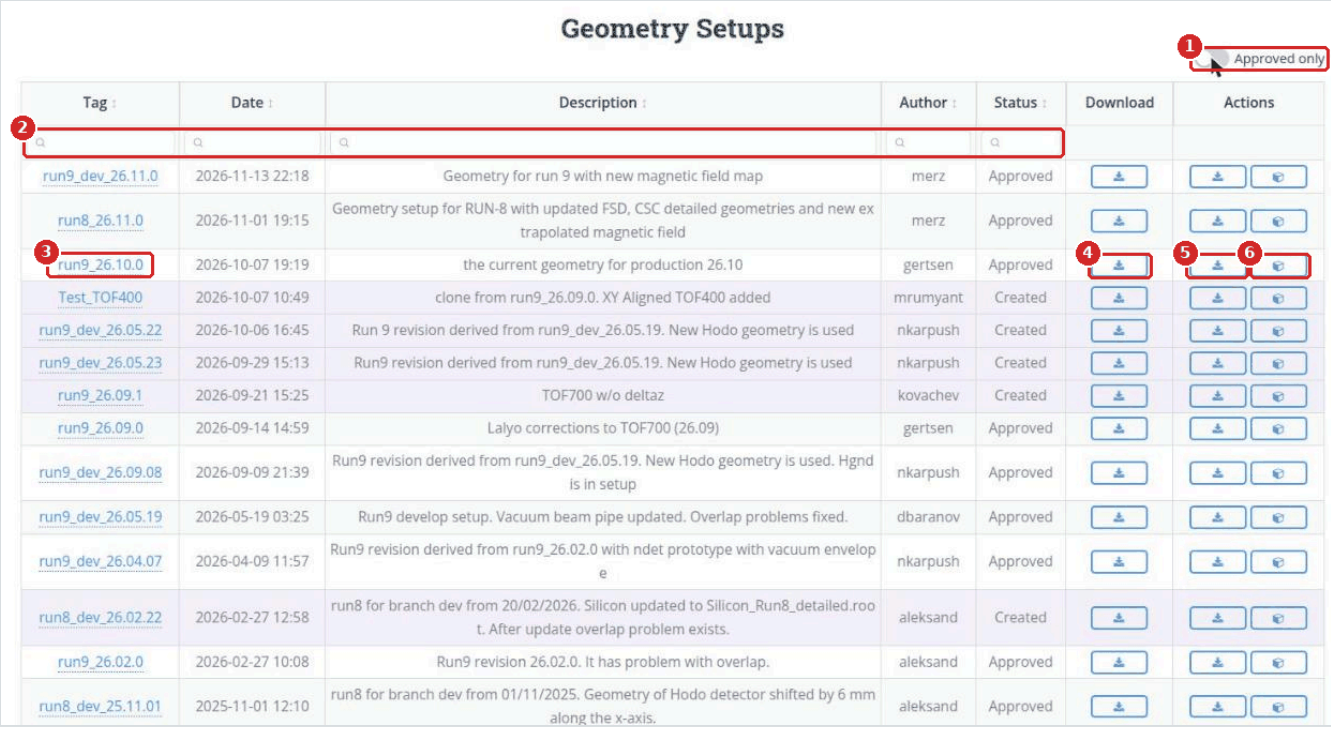

Figure 6. VIEW SETUPS: (1) Approved only, (2) filters, (3) setup tag, (4) Download Setup, (5) Download Full Geometry, (6) Visualize Geometry
2. While the **Approved only** switch (1 in Figure 6) is on, only approved setups are listed. Switch it off to see the non-approved setups with status `Created` as well; their rows are tinted violet.
3. Use the filter boxes (2) to find a setup, e.g. type `run9_26` under **Tag**.
- **Download Setup** (4): an archive with the setup components, as a small local database (`local.db` and its `storage` files).
- **Download Full Geometry** (5): one ROOT file with the full geometry of the facility, ready for `TGeoManager::Import()`.